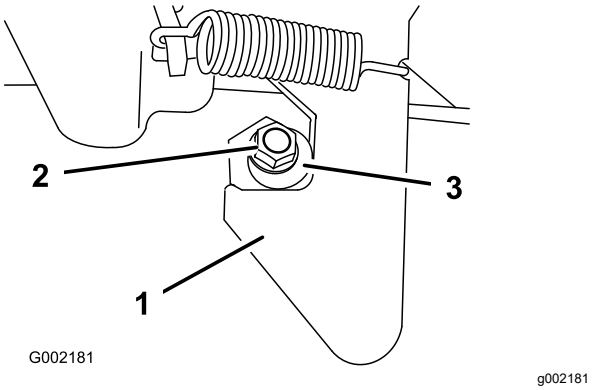

**Figuur 71**
1. Draai de borgmoer op het uiteinde van de vergrendelstang los (Figuur 71).
2. Draai de vergrendelstang rechtsom tot deze stevig tegen het gehaakte gedeelte van de vergrendeling aandrukt (Figuur 71).